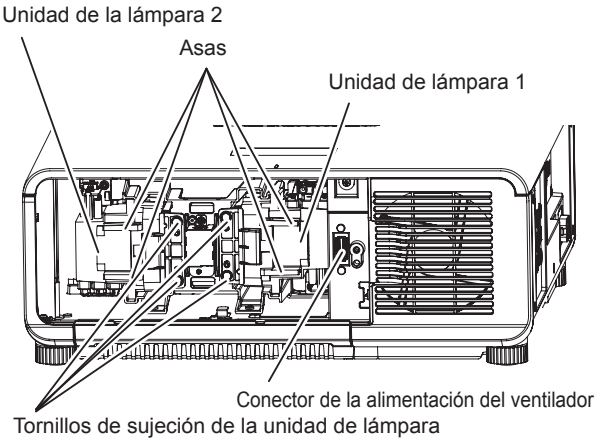

Figura 2
3) Quite la unidad de la lámpara. (Figura 2)